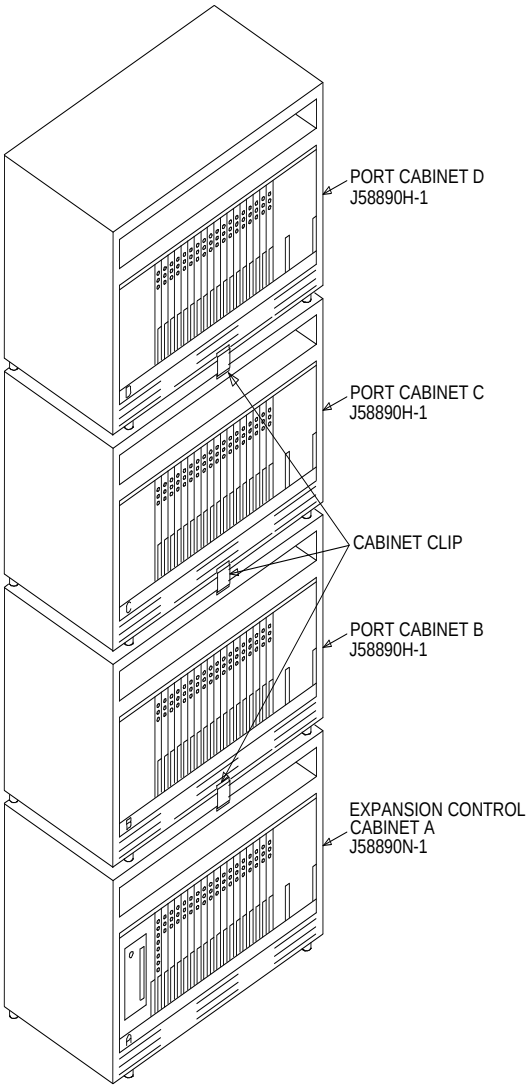

Figure 10-14. 4-Cabinet Port Network — Front View, Doors Removed
2. See WARNING. Stack port cabinet(s) on top of expansion control cabinet A (or B if present) (See Figure 10-14).